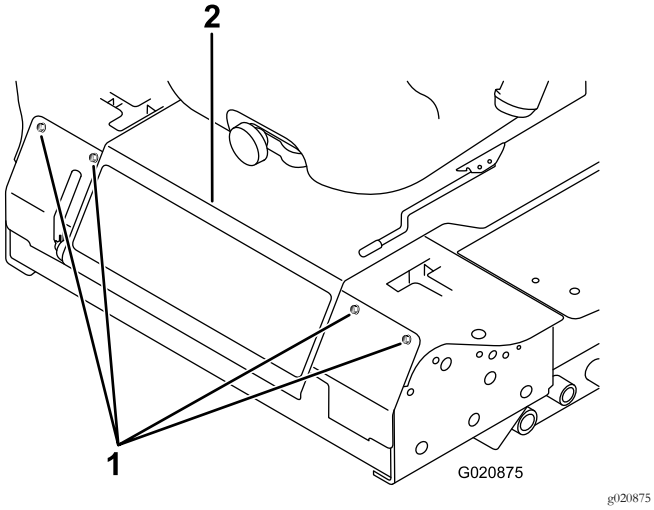

Figur 51
2. Fjern boltene som fester frontpanelet og fjern panelet (Figur 51).